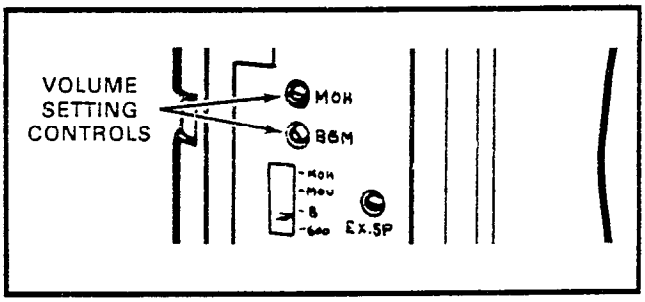

FIGURE 50—VOLUME SETTING CONTROLS
10.71 Refer to Figure 50 and adjust the volume for MOH, BGM and External Page in the sequence outlined in Paragraph **08.92**.